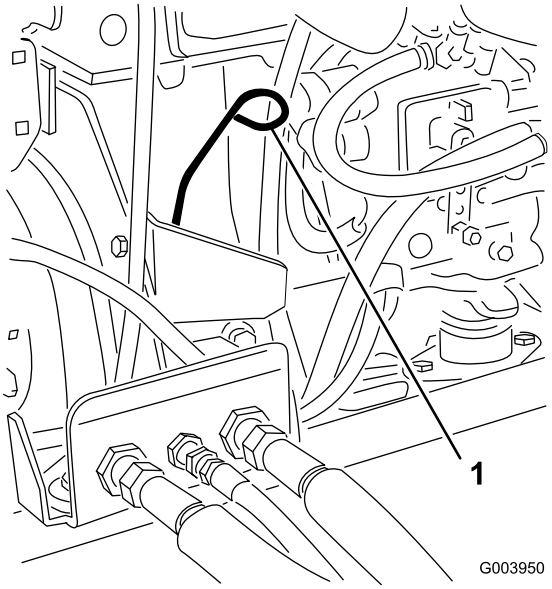

Figur 27
3. Ta ur oljestickan, torka av den och sätt tillbaka den igen (Figur 27).